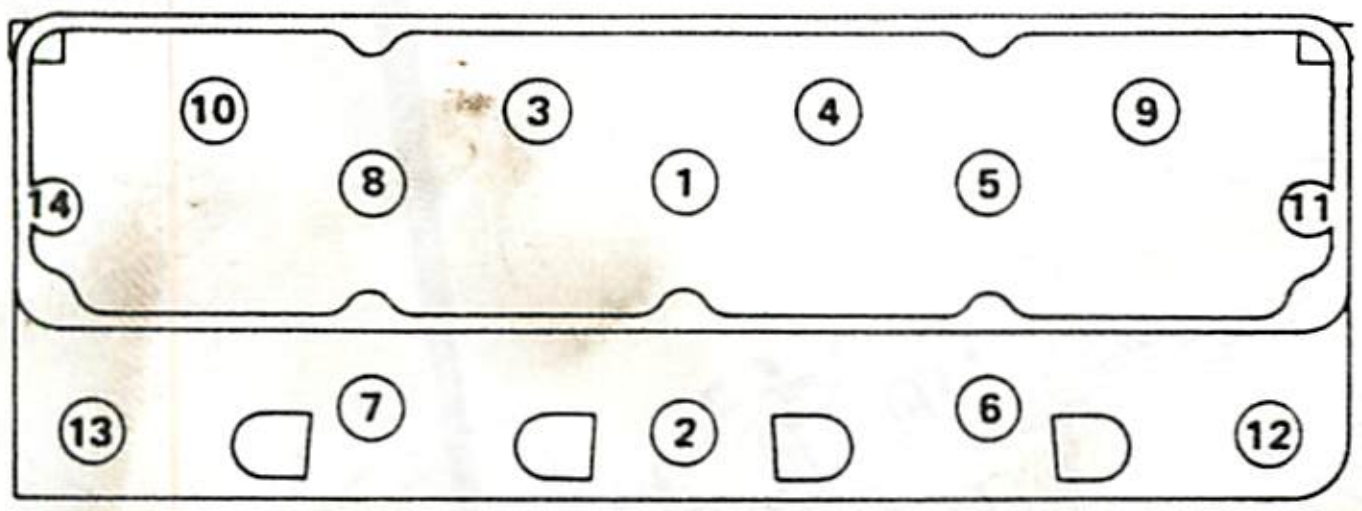

Fig. 1B-123 Cylinder Head Tightening Sequence
(2) Position gasket flush on block with stamped word TOP facing upward.
(3) Install cylinder head over gasket.
(4) Tighten cylinder head capscrews evenly with 80 foot-pounds (108 N•m) torque following sequence outlined in figure 1B-123. Then repeat sequence and tighten screws with 110 foot-pounds (149 N•m) torque.